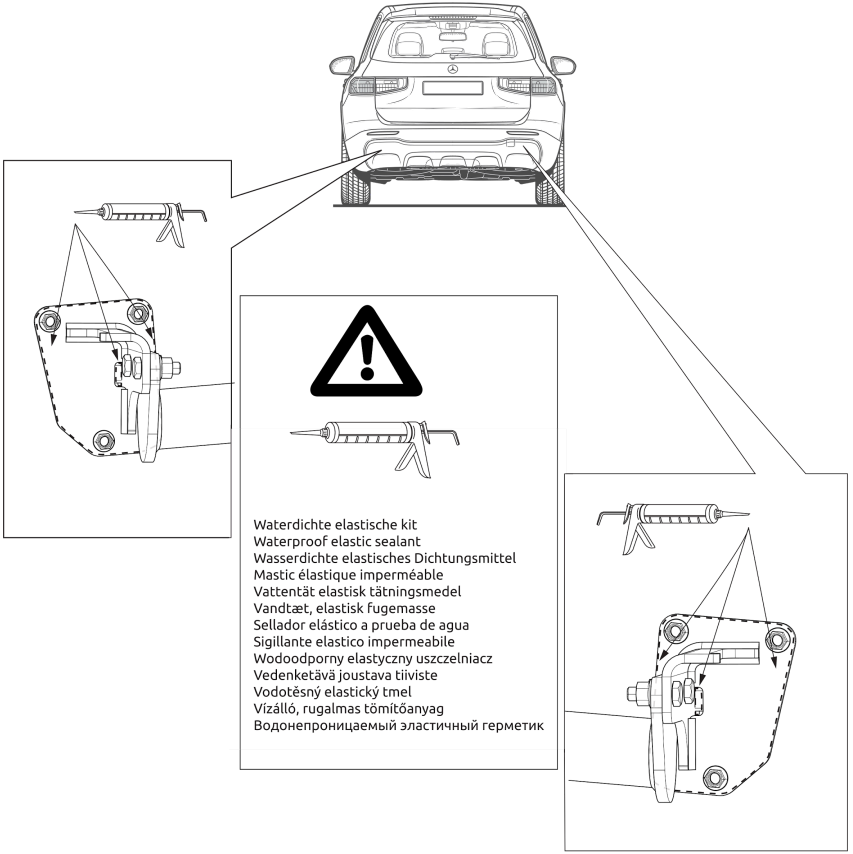

Fig. 8
8. Герметизировать обозначенные части (см. рис. 8)